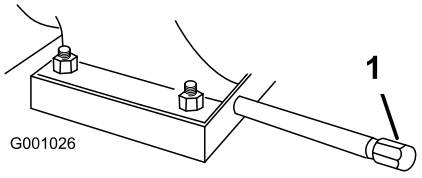

Figur 40
1. Rengjør området rundt oljetappepluggen (Figur 40).